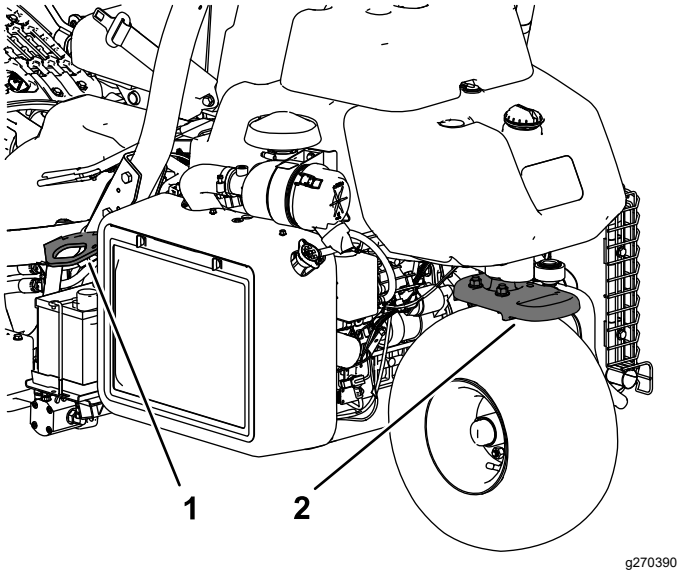

Rysunek 26
- Bezpiecznie przywiąż maszynę za pomocą pasów, łańcuchów, kabli lub lin. Zarówno przednie, jak i tylne pasy powinny być skierowane w dół i na zewnątrz od maszyny (Rysunek 26).